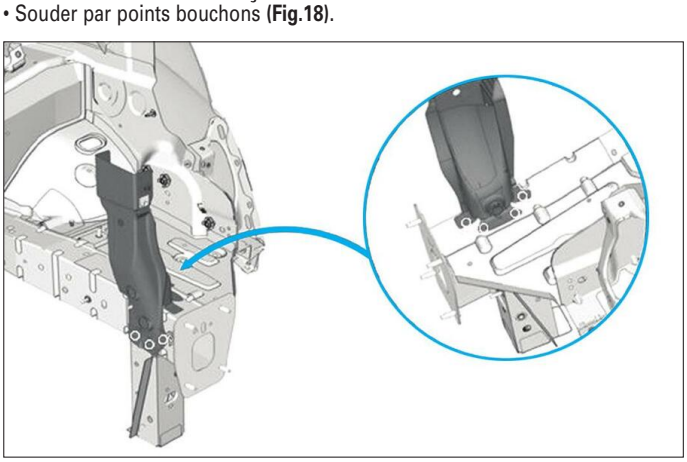

**FIG. 18**
• Souder par points bouchons **(Fig.18)**.